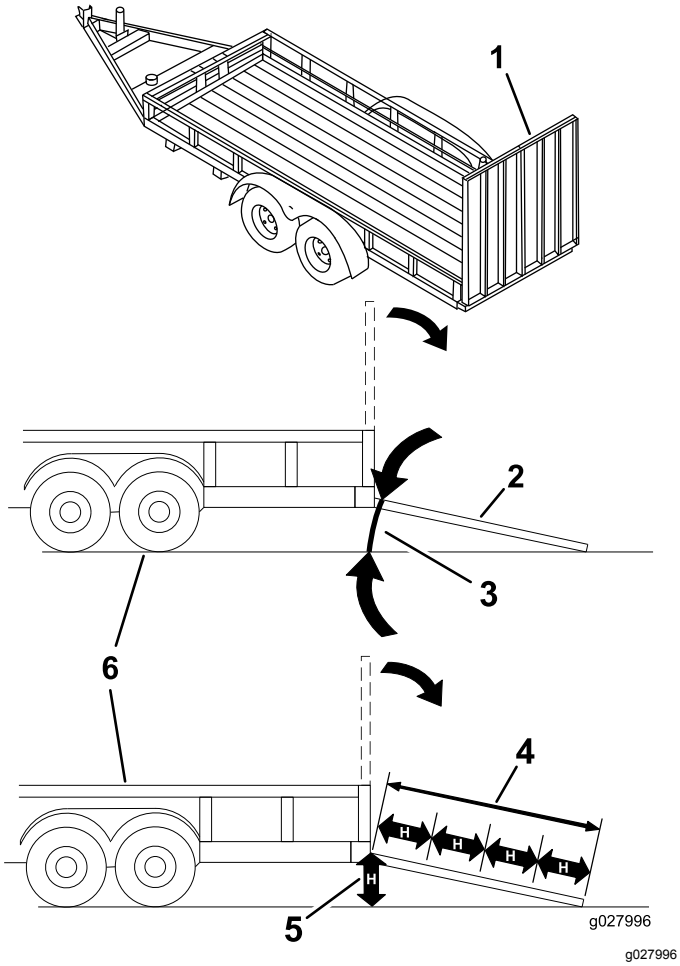

Figur 44
Pålæsning af en maskine på en anhænger eller lastbil øger risikoen for at vippe og kan forårsage alvorlig personskade eller død (Figur 44).
3. Sænk rampen, og sørg for, at vinklen mellem rampen og jorden ikke overstiger 15 grader (Figur 44).
1. Sænk rampen, og sørg for, at vinklen mellem rampen og jorden ikke overstiger 15 grader (Figur 44).